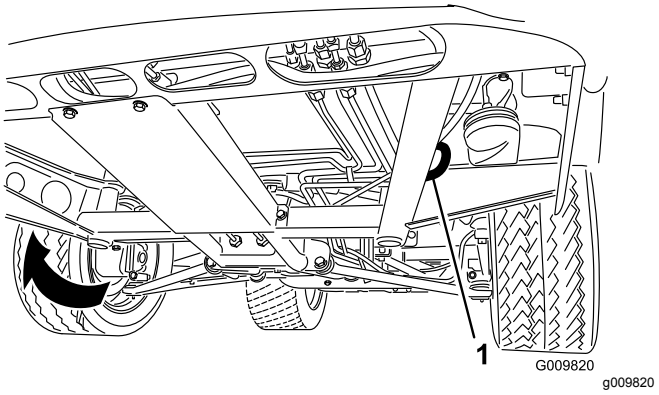
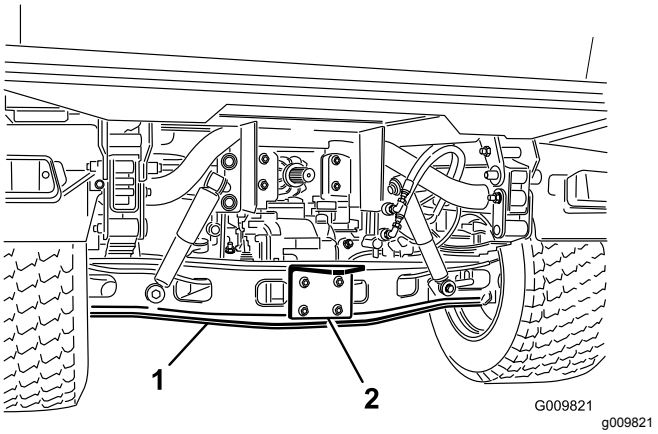

Figura 19
Figura 20
Vedere Figura 19 e Figura 20 per conoscere la posizione dei punti di attacco sulla macchina.
1. Fissate una fune di traino al timone sulla parte anteriore del telaio della macchina (Figura 19).